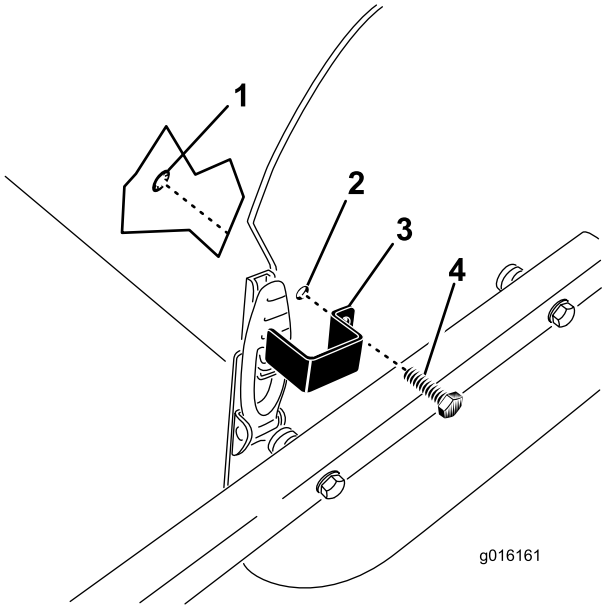

Figur 30
1. Placera låsplattan över motorhuvsspärren och passa in monteringshålet med hålet i sidoplåten (Figur 30).
2. Säkra låsplattan vid sidoplåten med en skallskruv och en fästring (Figur 30).